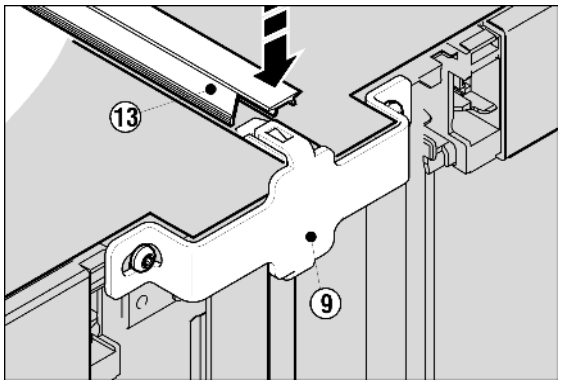

Fig. 16
- On the top, press the short trim *Fig. 16 (13)* into the gap. Make sure that the recess of the cover trim is pointing toward the front of the appliance. The trim must form a flush finish with the top of the appliance at the front edge.